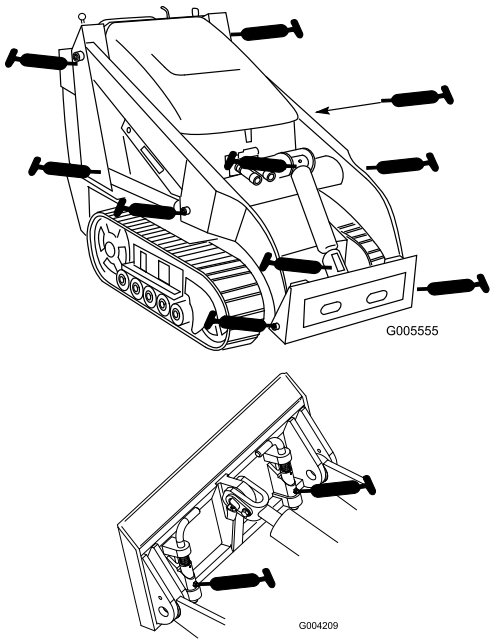

**Figuur 29**
3. Sluit een smeerpistool aan op elke smeernippel (Figuur 29.